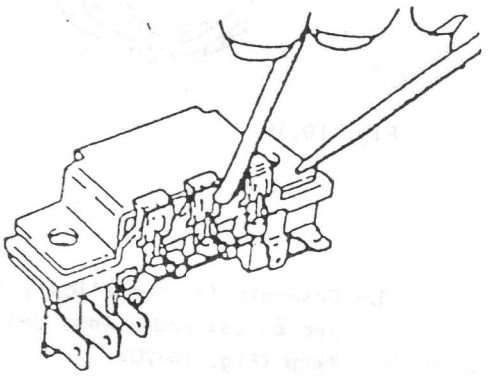

Fig. 10.18 Prueba diodos negativos
3.- Conecte la lámpara de prueba entre cada terminal de fase y el protector térmico, como se muestra en la fig. 10.18